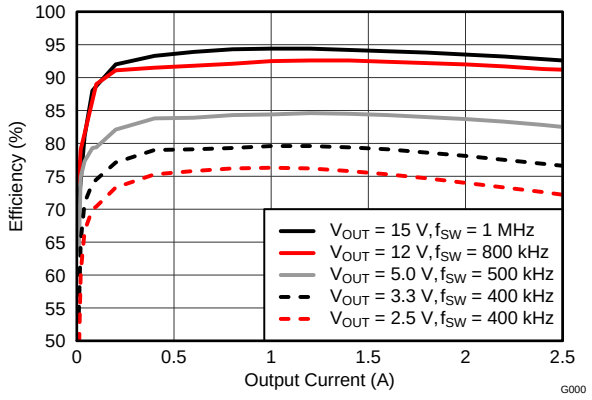
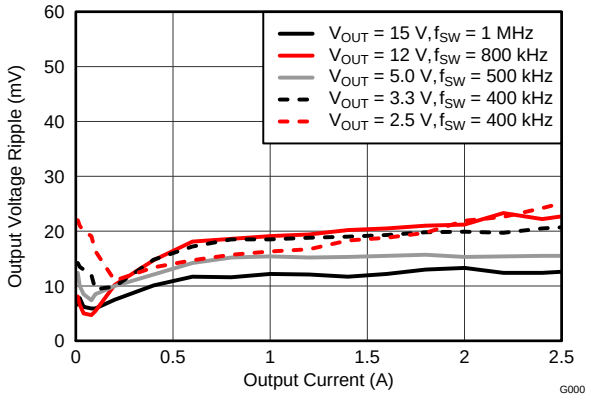
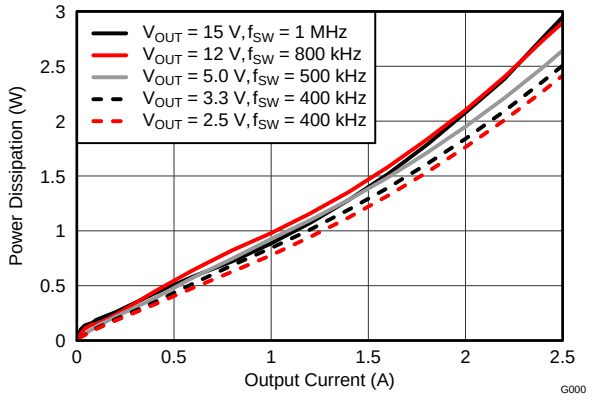

Figure 7. Efficiency vs. Output Current
Figure 8. Voltage Ripple vs. Output Current
Figure 9. Power Dissipation vs. Output Current
(1) The electrical characteristic data has been developed from actual products tested at 25°C. This data is considered typical for the converter. Applies to Figure 7, Figure 8, and Figure 9.
(2) At light load the output voltage ripple may increase due to pulse skipping. See Light-Load Behavior for more information. Applies to Figure 8.